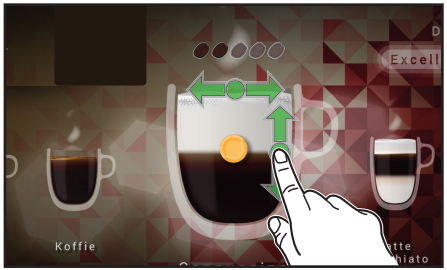

Fig. 4.6 - „Personalizare” - tărie > raport
- ***TĂRIE BĂUTURĂ*** - mutați punctul care este poziționat în centrul ceștii, spre stânga sau dreapta (sunt evidențiate boabele de cafea care indică tăria băuturii) (fig. 4.6)
- ***RAPORTUL ÎNTRE INGREDIENTE*** (în cazul băuturilor mixte) - mutați punctul în sus sau în jos pentru a modifica porțiile de ingrediente (fig. 4.6).